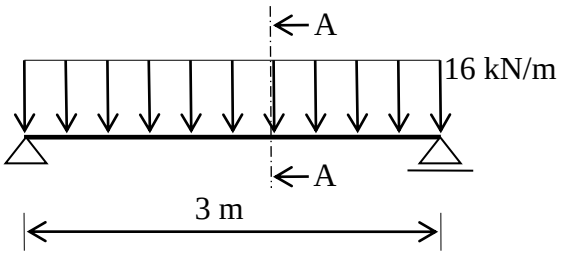

Figuur 3. Ondersteuning van het profiel en belasting op het profiel
c) Hoe zal het profiel draaien; met de klok mee of tegen de klok in? (zie figuur 3)